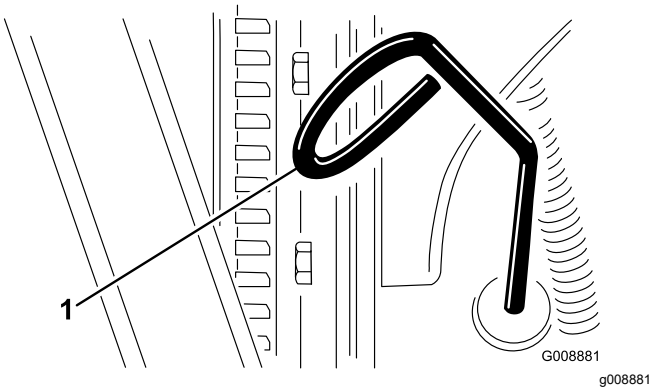

Figur 52
2. Fjern målepinden (Figur 52), og aftør den med en ren klud.